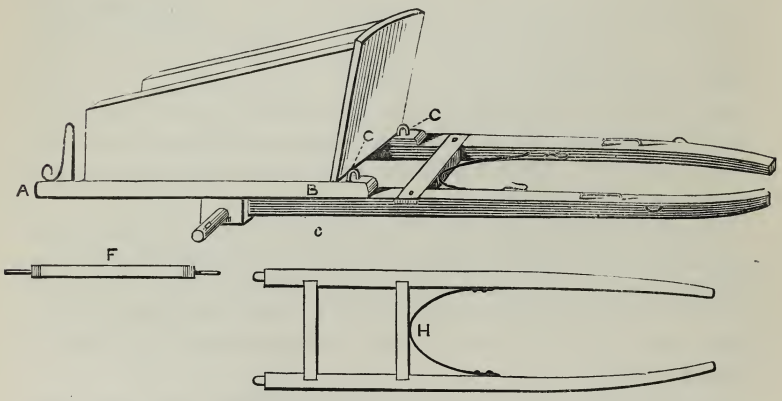

Fig. 23.—Tip-cart or Tumbril.
To make a farm-cart proper, or tip-cart or tumbril, all the above directions will serve, except where the shafts are directed to be glued fast to the bottom boards of the body. In this case they must be quite independent, a pair of shafts braced by two cross-bars instead of one, so as to constitute together a stiff frame. These are then hinged to the main timber of the axle, to which the cart body is also secured, so that the cart body can turn upon the axles, which, with the wheels, form a centre of motion. When down in front, resting on the shafts, the body is held by staples fixed in the shafts which pass through the two timbers under the cart body. I have given an illustration to make this more clear. In Fig. 23, A, B, p. 60, which was in our previous cart part of the shafts, is now an independent timber, to which the axle bar is fixed. It is left at A longer than the cart to form a support when the body is tilted up. The shaft (*c*) is hinged to the axletree, and C, C are the staples fixed in the shaft, and passing through holes in A, B, while, to keep the cart body from tilting when not required to do so, a bar (F) is used, with iron pins at each end to fit into the two staples or eyes.